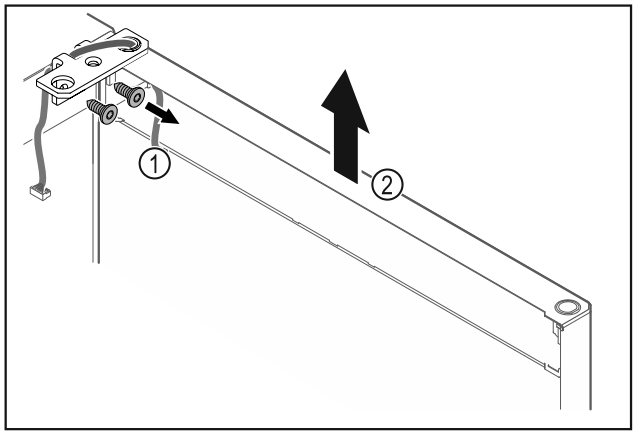

Fig. 17
- ▶ Отвинтите шарнирные уголки *Fig. 17 (1)*.
- ▶ Дверь вместе с шарнирными уголками поднимите строго вертикально вверх *Fig. 17 (2)* приблизительно на 200 мм и снимите.